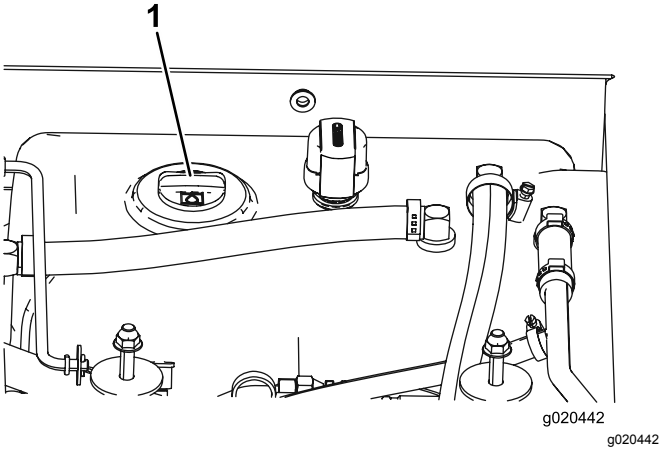

Figuur 14
3. Reinig de omgeving van de vulbuis en de dop van de hydraulische tank (Figuur 14). Verwijder de dop van de vulbuis.